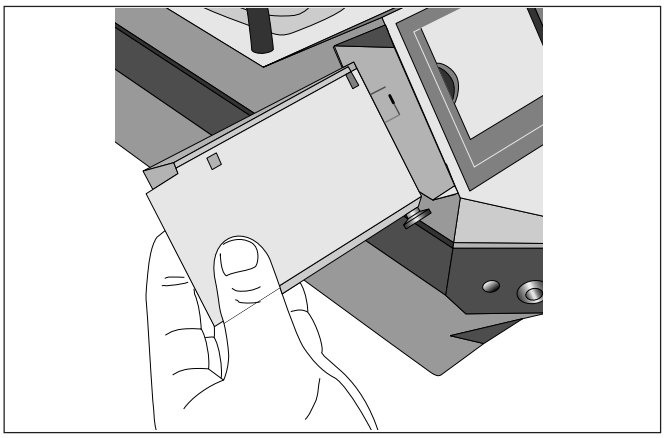

Bild 9-10. Einsetzen der Kassette
- Legen Sie das Papier um die Transportwalze und setzen Sie die Kassette wieder ein (Bild 9-10).